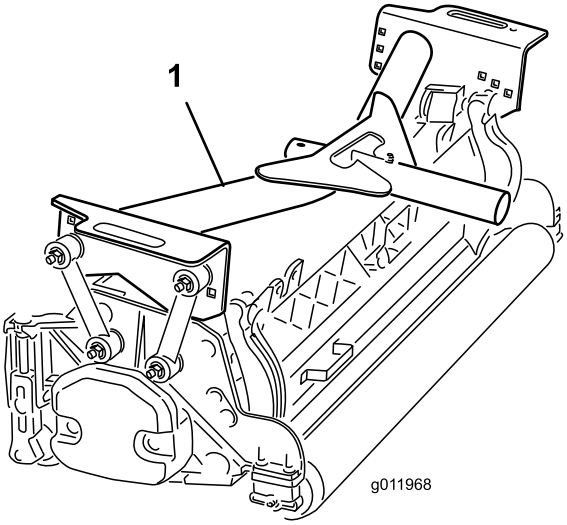

**Figur 16**
2. Placer en af de forreste bærerammer (Figur 16) på hver af de forreste klippeenheder.